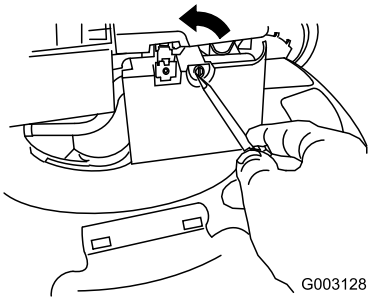

Figuur 35
2. Gebruik een schroevendraaier om het luchtfilterdeksel te openen (Figuur 35).